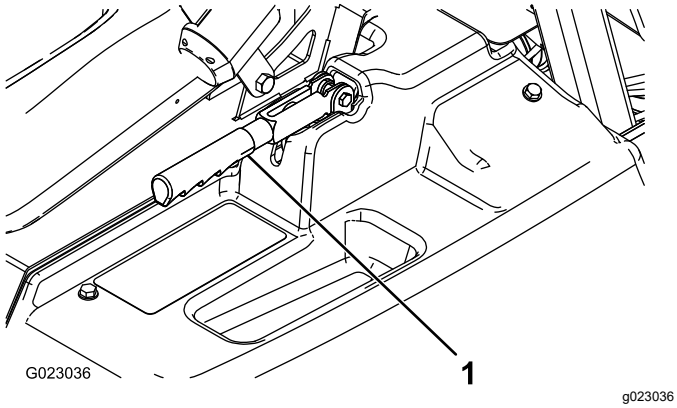

Figur 53
2. Lossa ställskruven som fäster ratten på parkeringsbromsspaken (Figur 53).